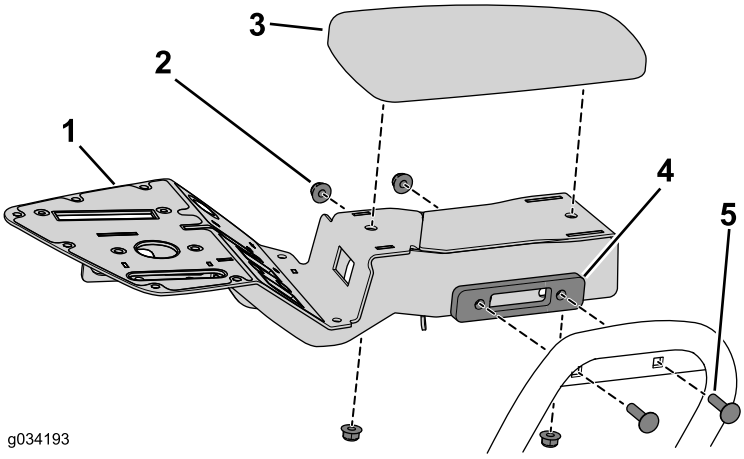

Рисунок 16
2. Прикрепите кронштейн консоли с помощью двух каретных болтов и фланцевых гаек, снятых ранее (Рисунок 16).
3. Прикрепите подлокотник к узлу консоли с помощью двух фланцевых гаек, снятых ранее (Рисунок 16).